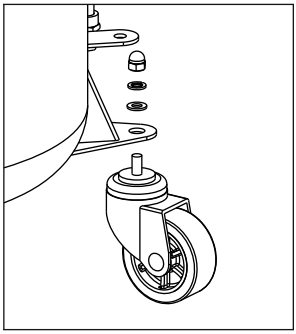

Abb.1
- Stecken Sie die Lenkrollen Pos. 9 in die Rollenhalter, siehe Abb.1.